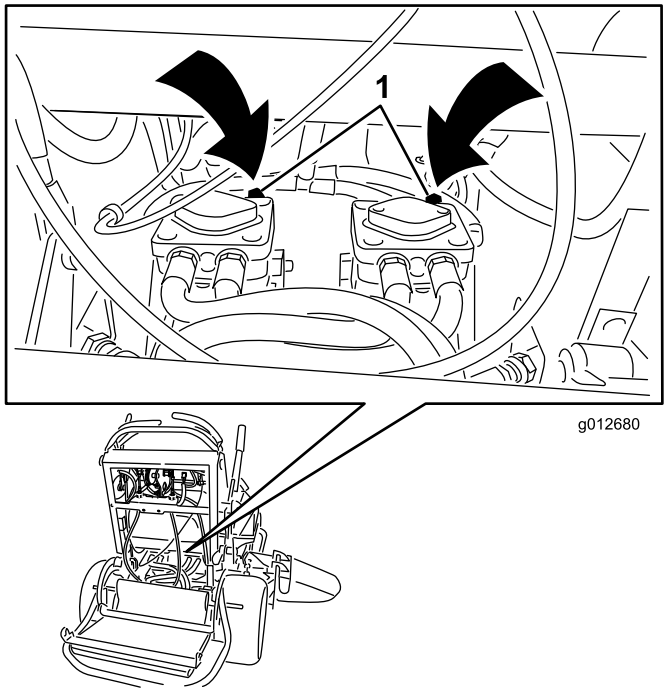

Figur 24
3. Åbn omløbsventilen på begge pumper ved at dreje dem 1 til 2 omgange mod uret. Derved får hydraulikvæsken mulighed for at løbe uden om pumperne, så hjulene kan dreje (Figur 24).